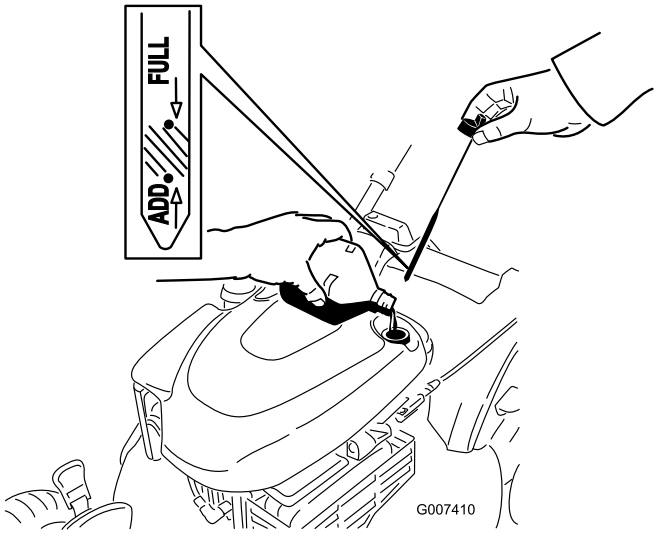

Figur 31
4. Fyll **långsamt** på olja i påfyllningsröret tills nivån når markeringen **Full** på oljestickan (Figur 31). **Fyll inte på för mycket.** (Maximal påfyllning: 0,59 l, typ: SAE 30 renad fordonsolja med API-klassificering SF, SG, SH, SJ, SL eller högre.)